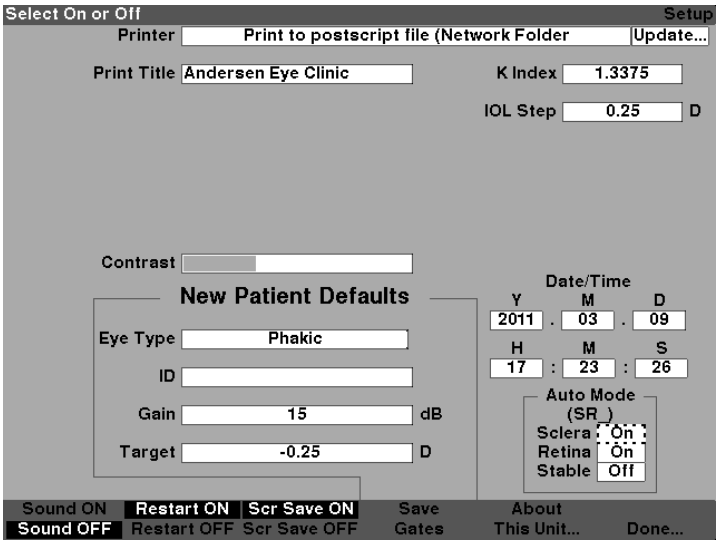

Figure 5-69 Changing the Auto Mode - Turning On Sclera
3. With the Sclera field active, rotate the knob until you the word "On" is displayed. Automatic mode will no longer be triggered by sclera detection as shown in figure 5-69.